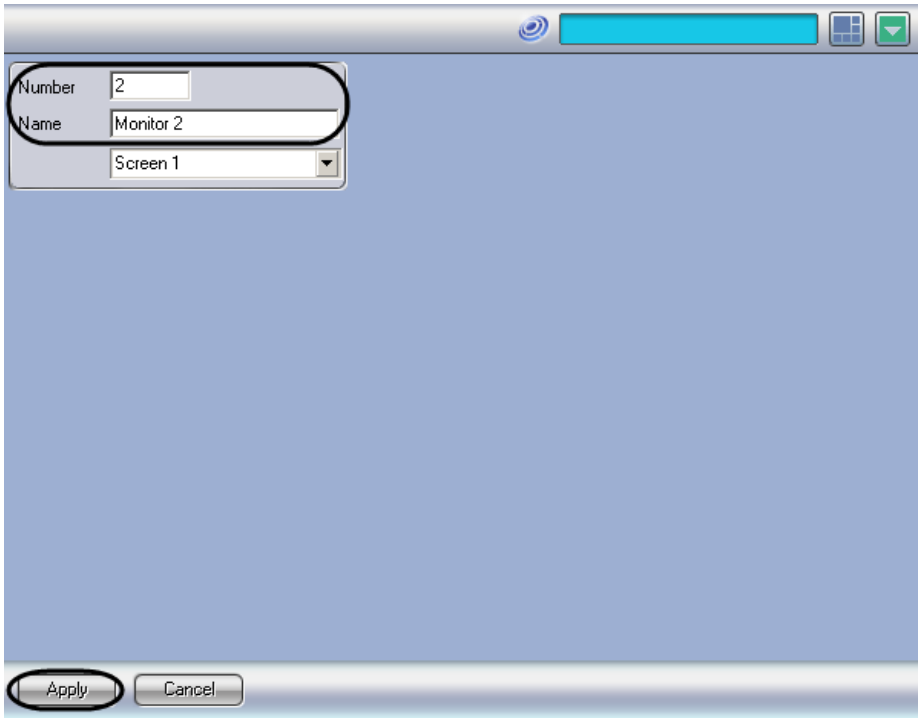

Figure 8.4-40. Setting the number and name of the “Monitor” object
3. Set the number and name of the “Monitor” object and click the “Apply” button (Figure 8.4-40).